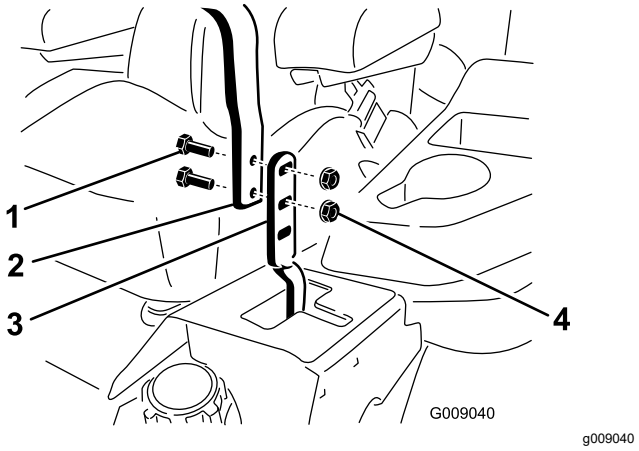

Figuur 58
2. Zet de bouten en flensmoeren los waarmee de handgrepen bevestigd zijn aan de hendels (Figuur 58).